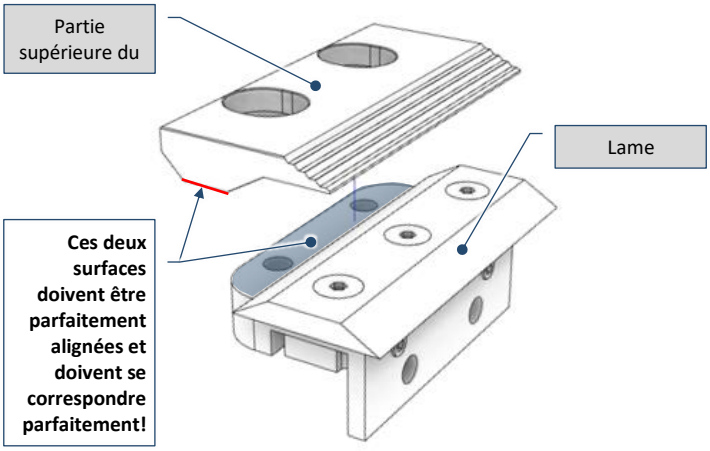

Fig. 9-29 – Détail du tenon avec lame
5) Retirez la partie supérieure du porte-lame pour accéder à la lame (Fig. 9-29);